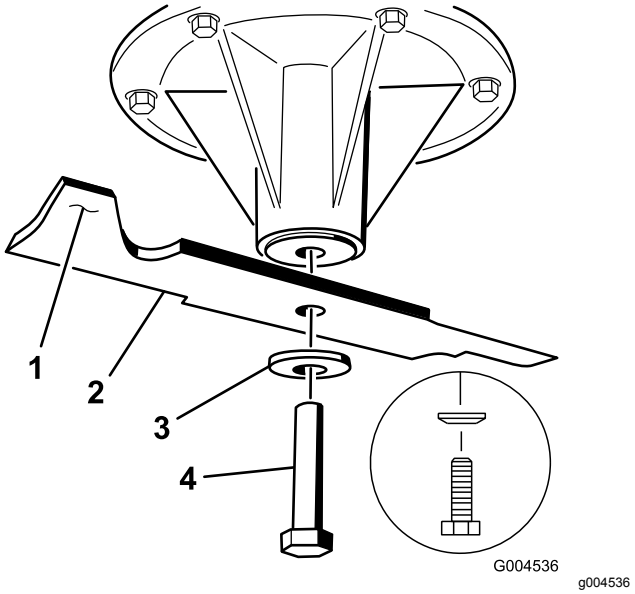

Figur 114
2. Fjern skæreknivsbolten, den buede spændeskive og skærekniven fra spindelakslen (Figur 114).
1. Monter skærekniven på spindelakslen (Figur 114).
2. Monter den buede skive og knivbolten (Figur 114).